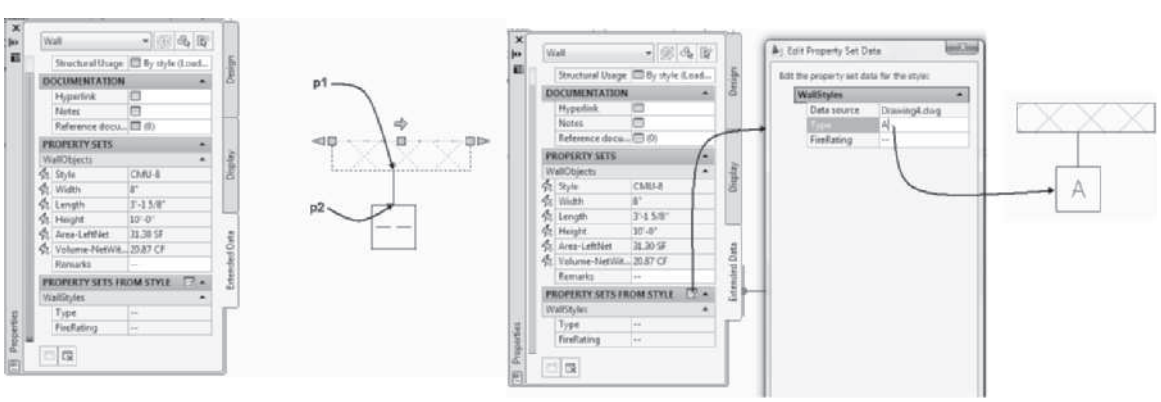

FIGURE 11.40 *Adding a wall tag*
Wall tags can be attached to a wall with a leader or placed near the wall. The wall tag is placed on the **A-Wall-Iden [A210T]** layer, which has the color 211 (magenta). The text or value placed in the tag is extracted from the wall style. After you place the tag, you can assign a value for the tag by editing the property set data for the wall. Click the **Edit Style Property Set Data** button on the Extended Data tab of the **Properties** palette to open the **Edit Property Set Data** dialog box as shown in Figure 11.40. The **Type** property for the style can be added in the **Edit Property Set Data** dialog box. The procedure to place a Wall Tag (Leader) is shown in the following steps.
> `Select object to tag:` *(Select the wall at point* `p1` *as shown in Figure 11.40.)*
> `Specify next point of leader line or:` *(Select a point near* `p2` *as shown in Figure 11.40 to end the leader.)*
1. To add text to the tag, select the wall, right-click, and choose **Properties**. Choose the **Extended Data** tab. Click the **Edit Style Property Set Data** button (see Figure 11.40) to open the **Edit Property Set Data** dialog box.